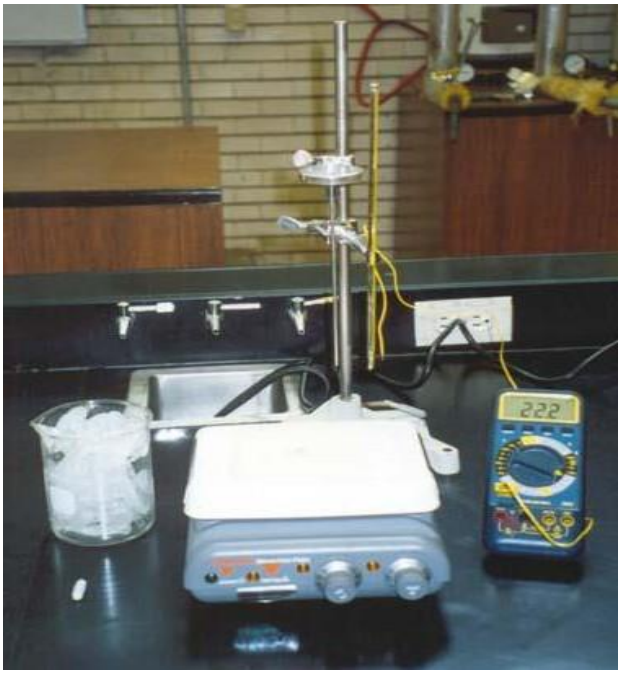

Figura 1. Ensamble de material.
1. Ensamble el equipo tal como se muestra en la figura 1, cuidando que los termómetros estén lo más juntos posible sin tocarse entre sí y sin tocar el recipiente.